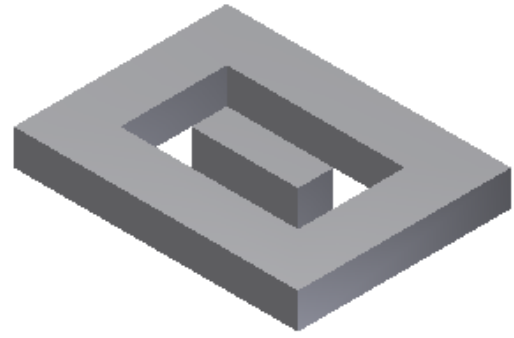

Figure 18-40 *Assembly after applying the constraints*
12. Close the **Place Constraint** dialog box. The assembly after applying the constraints is shown in Figure 18-40. Notice the change in the size of the Inner Plate.